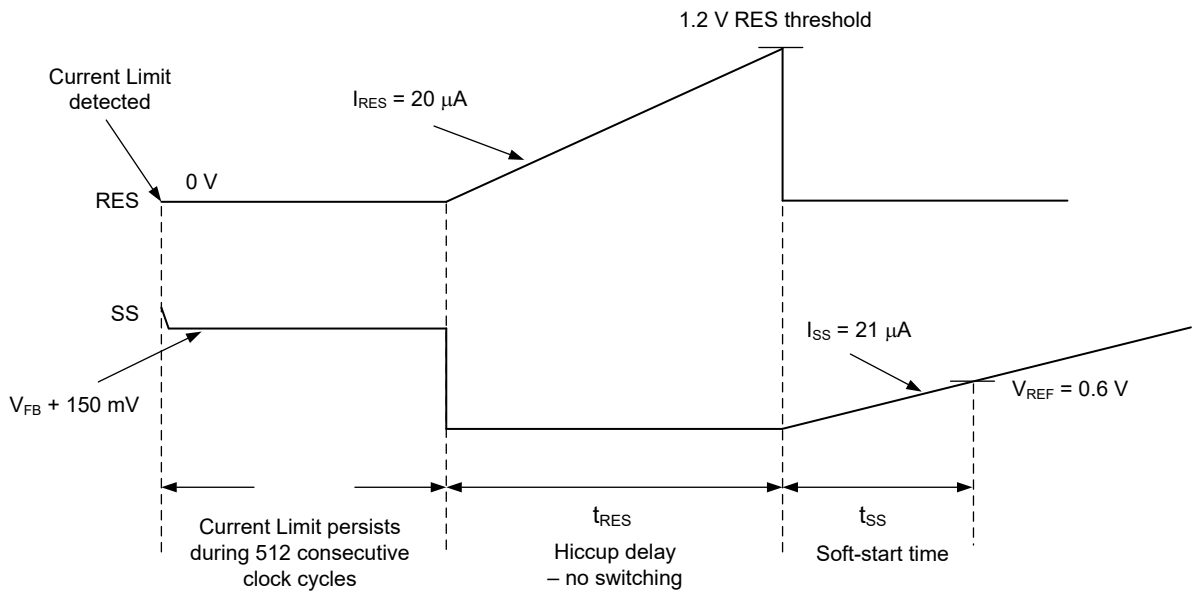

Figure 9-6. Hiccup Mode Timing Diagram
The LM5143 includes an optional hiccup mode protection function that is enabled when a capacitor is connected to the RES pin. In normal operation, the RES capacitor is discharged to ground. If 512 cycles of cycle-by-cycle current limiting occurs, SS is pulled low and the HO and LO outputs are disabled (see Figure 9-6). A 20-µA current source begins to charge the RES capacitor. When the RES voltage increases to 1.2 V, RES is pulled low and the SS capacitor begins to charge. The 512-cycle hiccup counter is reset if four consecutive switching cycles occur without exceeding the current limit threshold. Separate hiccup counters are provided for each channel, but the RES pin is shared by both channels. One channel can be in hiccup protection while the other operates normally. In the event that both channels are in an overcurrent condition triggering hiccup protection, the last hiccup counter to expire pulls RES low and starts the RES capacitor charging cycle. Both channels then restart together when V_{RES} = 1.2 V. If RES is connected to VDDA at power up, the hiccup function is disabled for both channels.
- t_{RES} is the specified hiccup delay as shown in Figure 9-6.